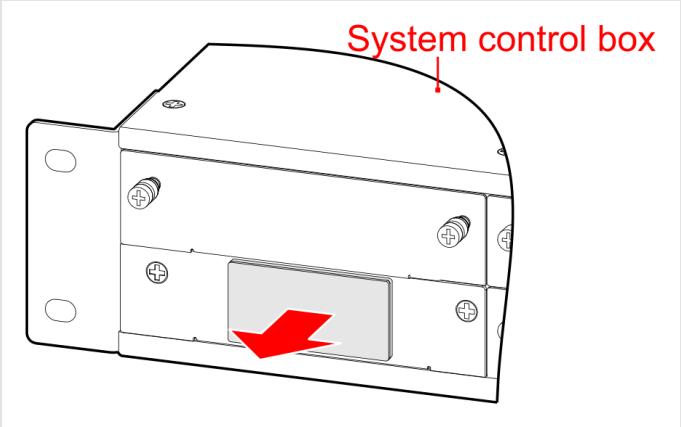

FIGURE 4-22 Remove the slot cover
1. Remove the cover plate of slot 2 (Figure 4-22).